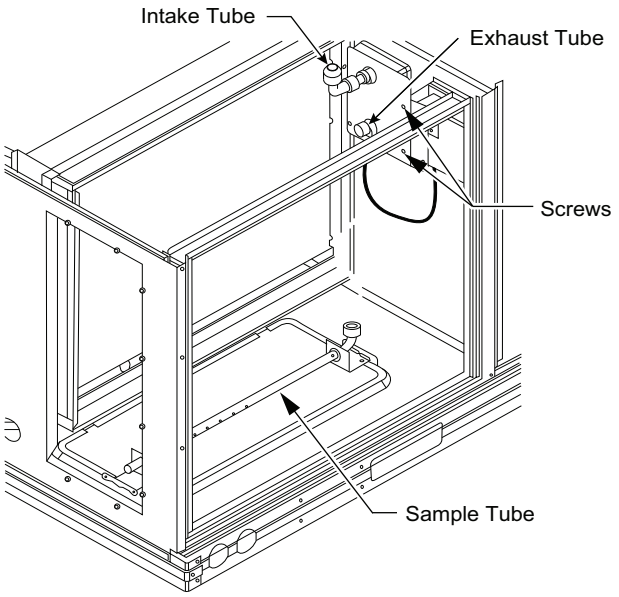

Fig. 35 — Return Air Smoke Detector Shipping Position
1. Unscrew the two screws holding the return air sensor detector plate (see Fig. 35). Save the screws.